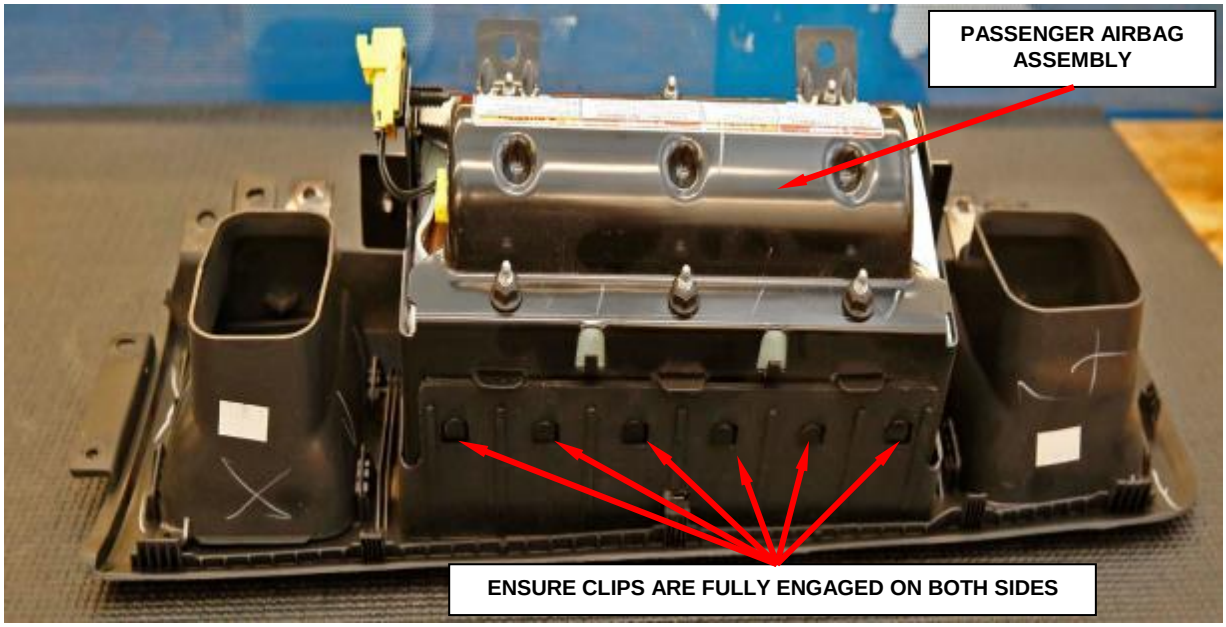

Figure 40 – Passenger Airbag Assembly
m. Install the passenger airbag assembly back into the cover, securing the clips on both sides (Figure 40).